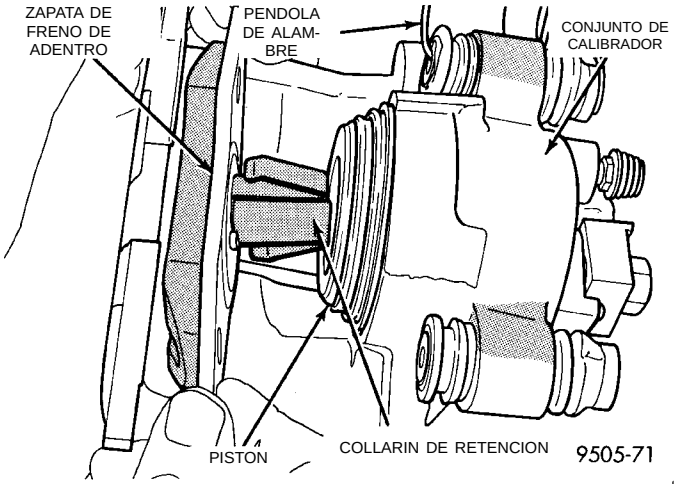

Fig. 63 Desmontaje de la zapata de freno de adentro
(8) Separe del pistón del calibrador la zapata de freno de adentro, hasta que el collarín de retención salga de la cavidad del pistón (Fig. 63).